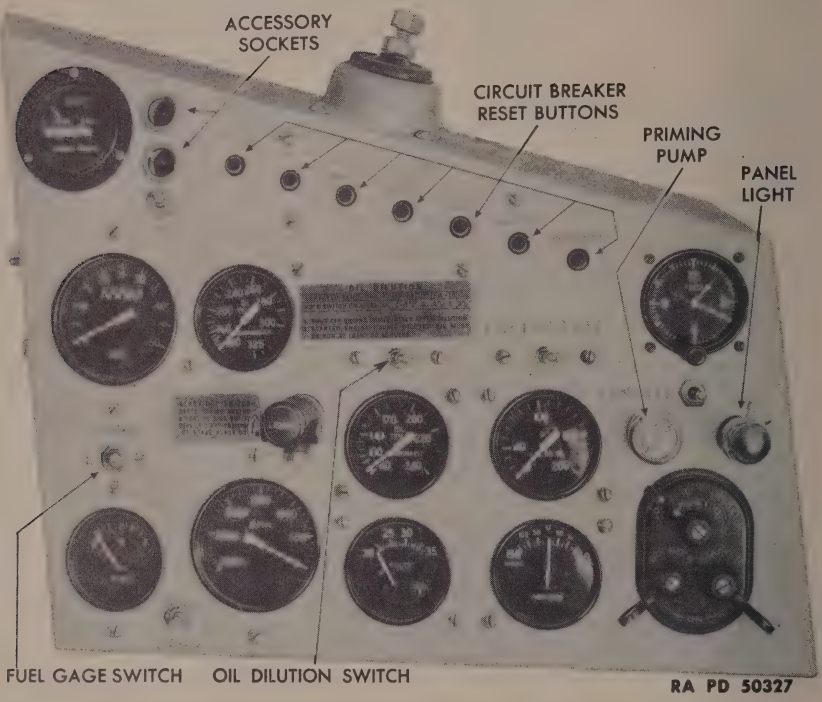

Figure 11—Detail of Instrument Panel on Medium Tank M4 and M4A1
g. Instrument Panel (fig. 11). The instrument panel is located to the left of the driver, at the front of the left sponson. It carries the fuel gage, speedometer, engine hour meter, tachometer, engine oil temperature gage, engine oil pressure gage, transmission oil temperature gage, ammeter, voltmeter, ignition and starter switches, light switches, fuel cut-off switches, oil dilution switch, clock, and a series of circuit breaker reset buttons for the principal circuits. A compass is bracket-mounted at the left, in front of the driver.
(8) CHECKING THE INSTRUMENT PANEL (fig. 11).